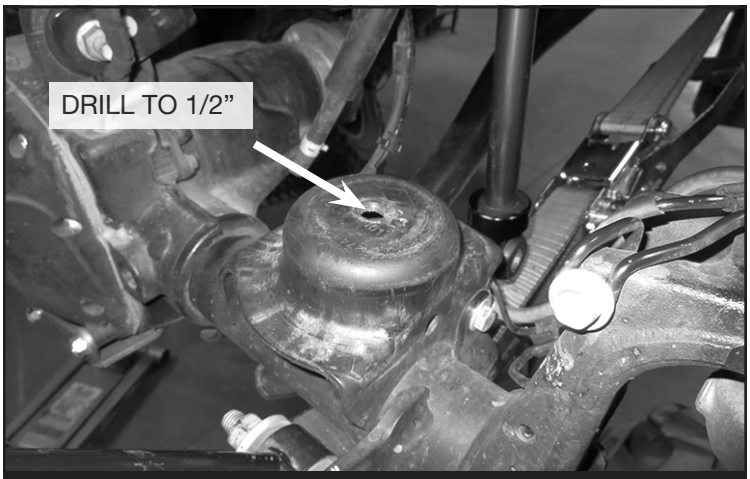

FIGURE 11 - STEP 13
13. On the factory lower coil spring perch. Remove the plastic coil isolator. Use a drill with a 1/2” drill bit and drill out the existing factory hole on both driver & passenger sides. **SEE FIGURE 11**